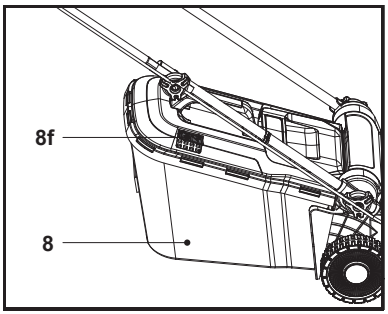

Fig. 10
1. When the hatch (8f) is opened the grass catcher (8) has sufficient volume left to collect grass (Fig. 10).